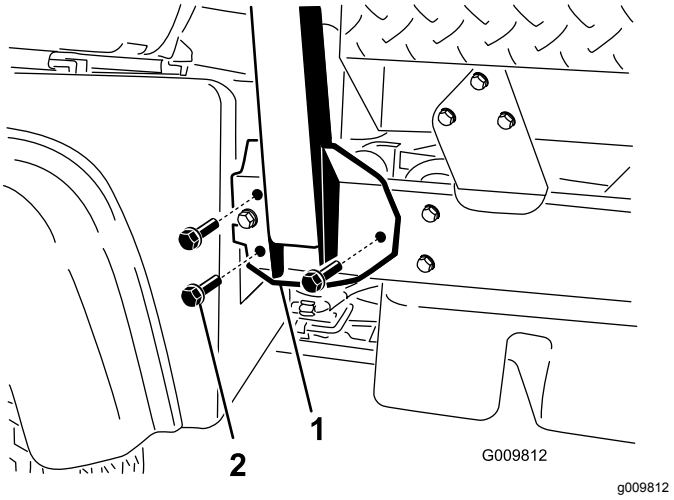

**Rysunek 4**
1. Dopasuj każdą stronę ROPS do otworów montażowych w ramie z każdej strony maszyny w sposób pokazany na Rysunek 4.